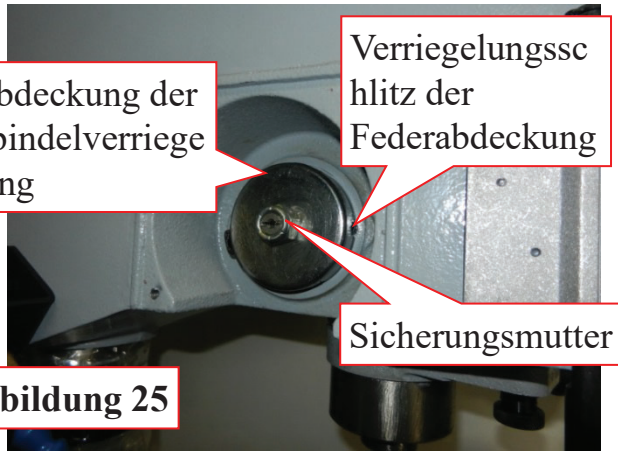

Abbildung 25
2. Wischen Sie das Öl von der Abdeckung der Federverriegelung ab, damit Ihre Finger nicht daran abrutschen, während Sie die Abdeckung der Spindel vom Drehen abhalten (siehe **Abbildung 25**).